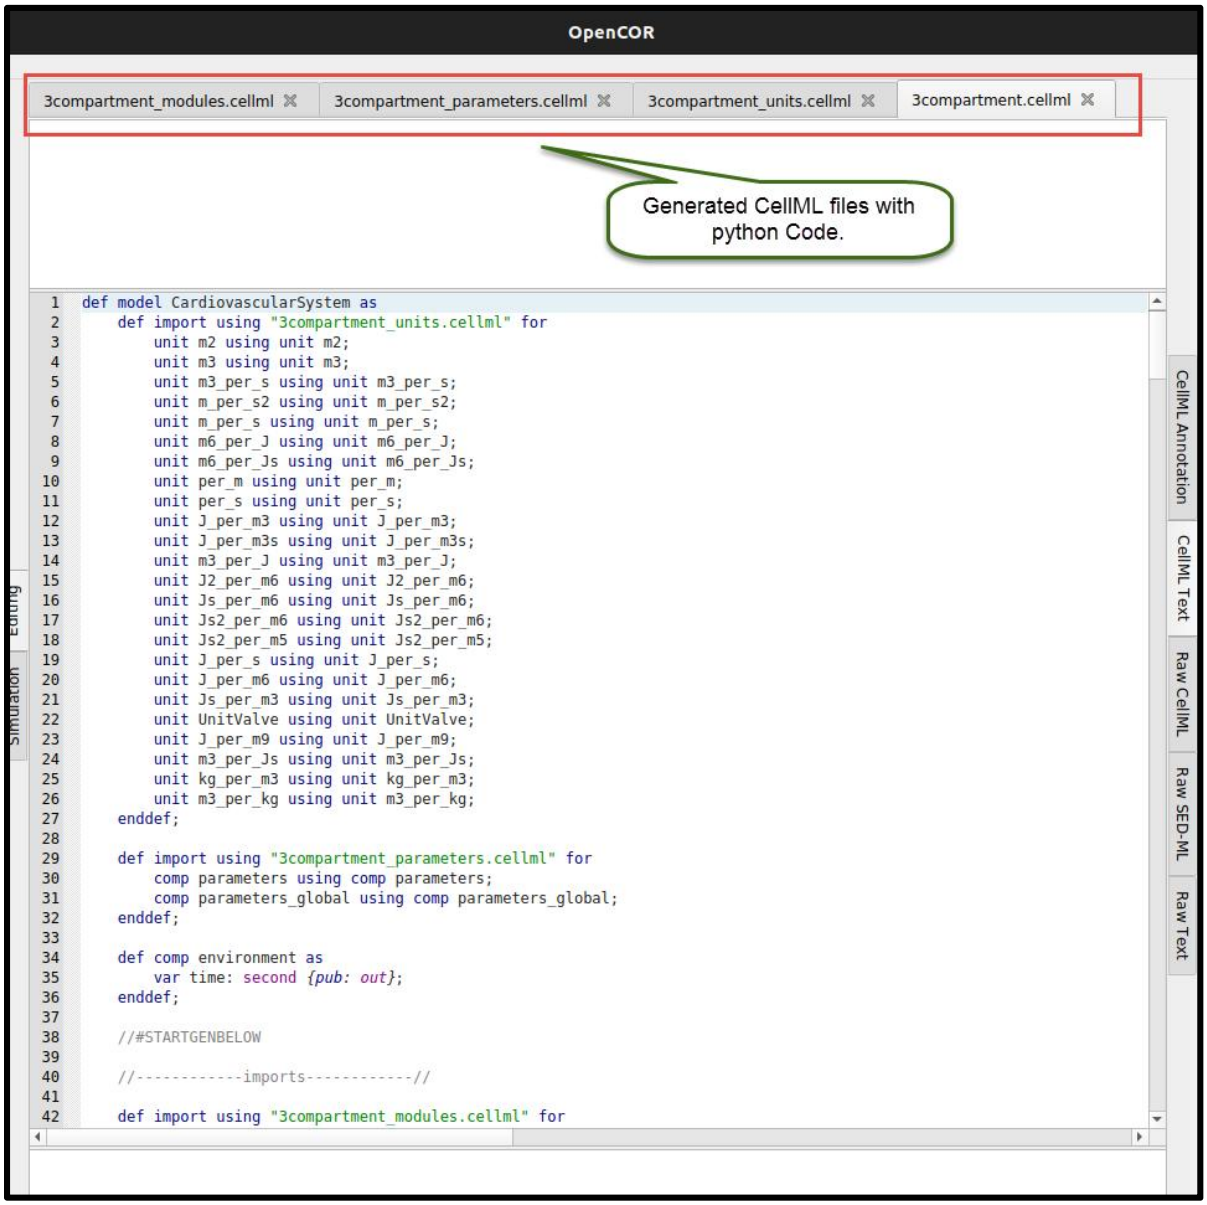

Figure 7
7) Now, you can Open the openCOR software and then open the generated CellML files inside the openCOR. As a result, "[file_prefix].cellml" is the main CellML file, and it uses the "[file_prefix]_modules.cellml", "[file_prefix]_parameters.cellml", "[file_prefix]_units.cellml" files to run correctly (Figure 7).
Parameters CellML file shown in Figure 7 includes the parameters required in the model, such as resistance, some constants, volume capacity, etc. Furthermore, Units for all variables and constants are written in the “[file_prefix]_units.cellml” (Figure 8).